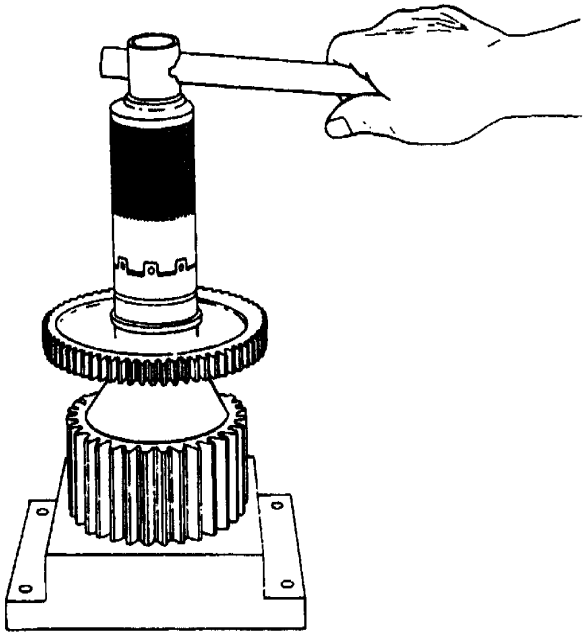

Figure 9. Removing Pinion Shaftgear Rear Bearing Spanner Nut
c. Remove scavenge pump drive pinion gear from pinion shaftgear using 6796559 puller (figure 9).
(1) Install preformed packing into groove at end of shaft.
(2) Install shaft through ID of pinion gear and secure with external retainer ring. Make sure ring is completely seated.